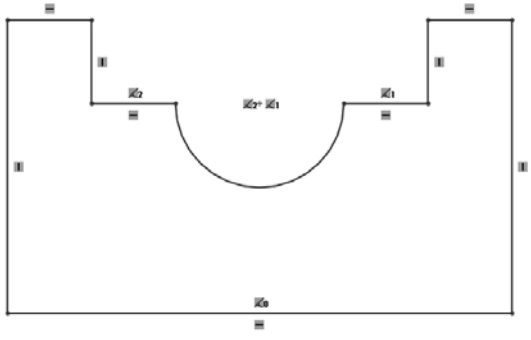

Figure 2-62 *Final sketch for Tutorial 2*
d. Draw the sketch using the **Line** tool, refer to Figure 2-62.
18. Press the F key to modify the drawing display area. The final sketch for Tutorial 2 with the grid display turned off is shown in Figure 2-62.